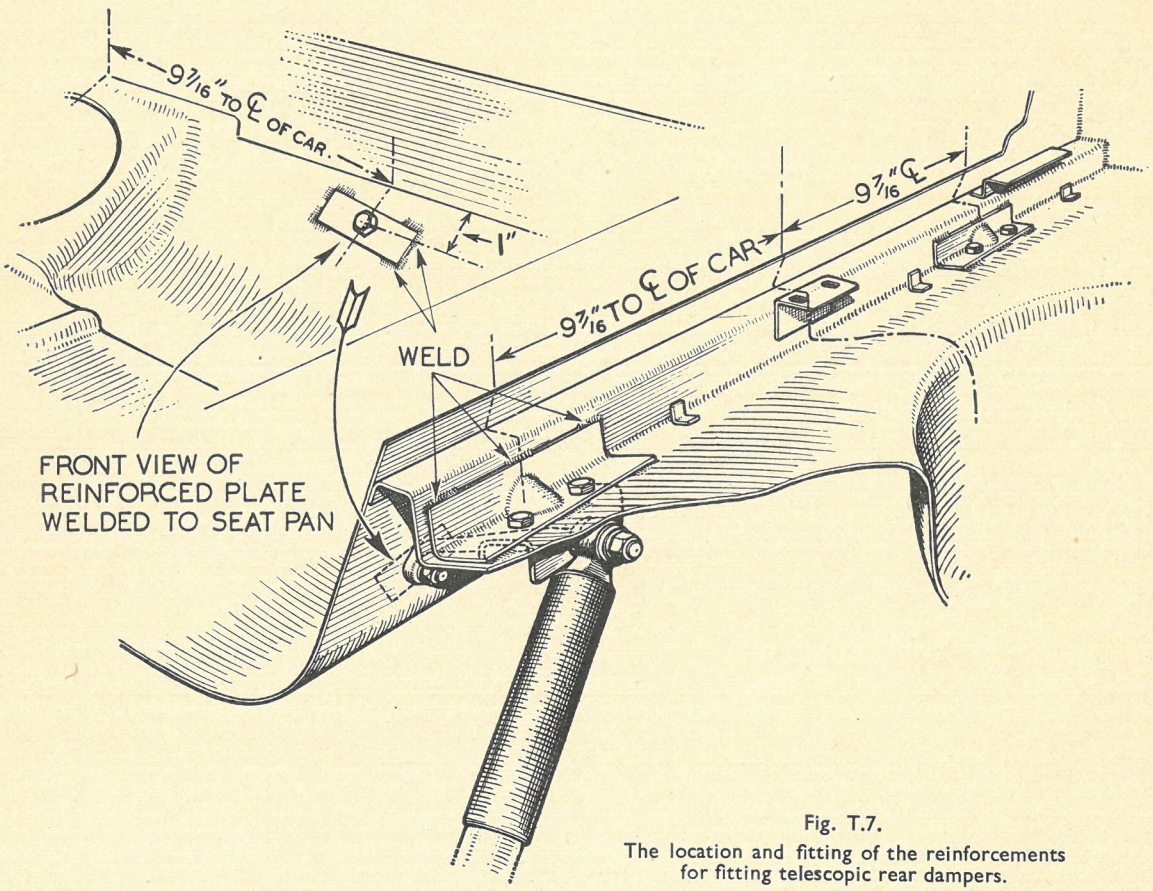

Fig. T.7.
1. Reinforcement angle brackets must be fitted in the angle between the squab support reinforcement cross-members and the floor of the spare wheel compartment on each side. The Part Number of the reinforcement angle bracket is 137170–Z and they should be welded to the squab support reinforcement and the spare wheel floor with six welds approximately $\frac{3}{4}$ in. (20 mm.) long at each corner, and in the centre as indicated in Fig. T.7, so that their centres are $9\frac{7}{16}$ in. (240 mm.) from the centre of the car.
2. Two reinforcement plates for the shock absorber pivot, Part No. 137171–Z, must also be welded to the forward face of the seat pan with their centre 1 in. (25 mm.) below the top edge of the seat pan and $9\frac{7}{16}$ in. (240 mm. (from the centre of the car. Eight welds approximately $\frac{1}{2}$ in. (13 mm.) long should be made, two at each corner as indicated in Fig. T.7.